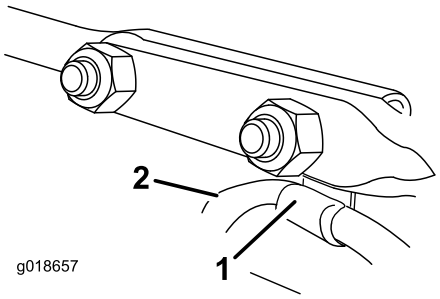

Figuur 16
6. Breng de kabelklem die de geleiderkabel ondersteunt aan onder de kop van de voorste slotbout. Bevestig de slotbouten met borgmoeren uit de zak met losse onderdelen (Figuur 16).